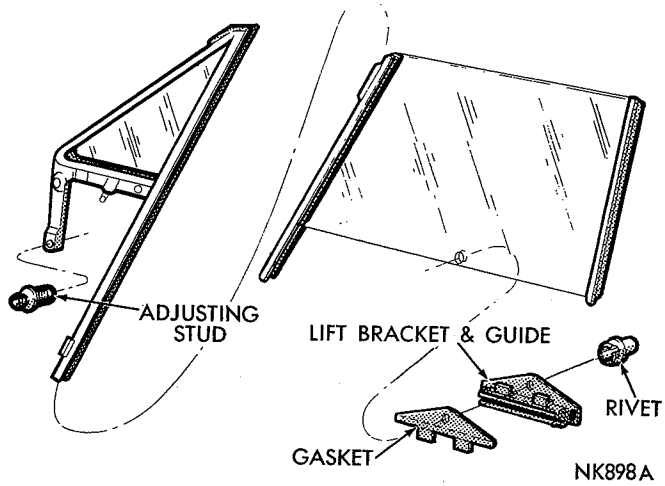

*Fig. 102—Glass Lift Bracket*
(3) Remove vent wing leg stud from slot in hinge pillar support.
(4) Remove vent wing swivel to regulator screw.
(5) Move door glass forward disengaging it from rear run channel.
(6) Slide glass lift bracket off of regulator arm and remove door glass and vent wing assembly from door.
(7) Separate door glass from vent wing division bar.
(8) Remove plastic rivet attaching lift bracket to glass and remove bracket and gasket (Fig. 102).